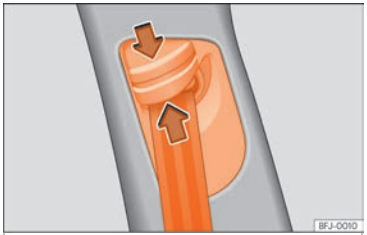

Fig. 94 Accanto ai sedili anteriori: regolazione in altezza della cintura.
- Mantenere premuto il dispositivo guida nella direzione indicata dalla freccia ››› fig. 94.